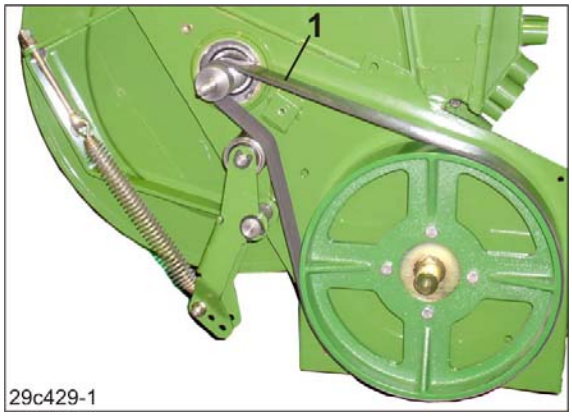

Fig. 226
1. Den Keilrippenriemen (Fig. 226/1) austauschen bei